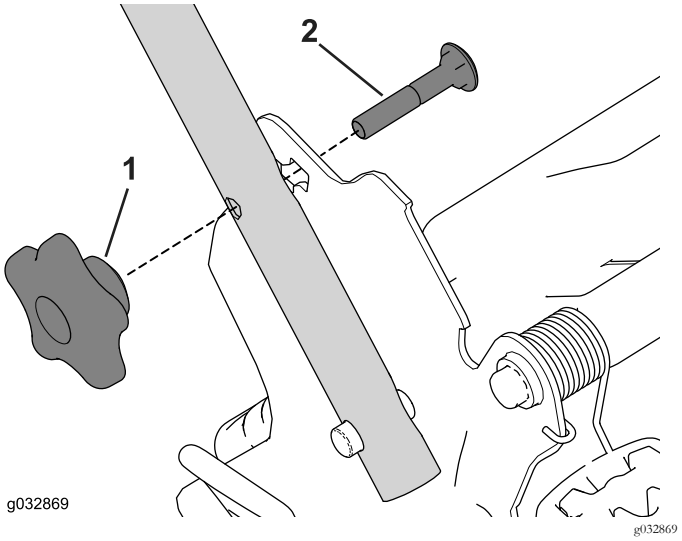

Rysunek 29
1. Wyjmij i odłóż w bezpieczne miejsce dwa pokrętła uchwytu oraz dwie śruby podsadzane ze wsporników uchwytu (Rysunek 29).